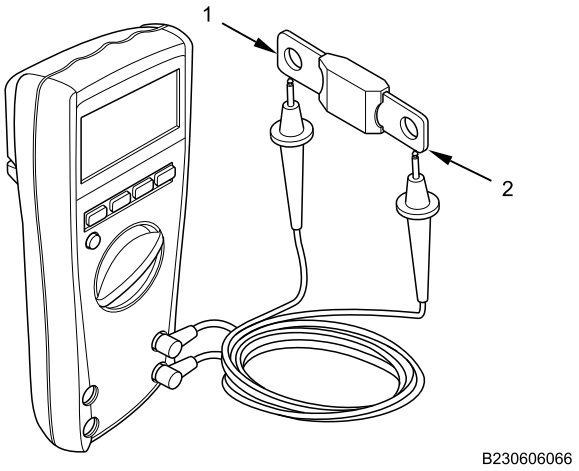

Figure 2. Testing for Faulty Fuse.
1. With fuse removed, measure resistance between both terminals (Figure 2, Item 1 and 2) of fuse with multimeter.